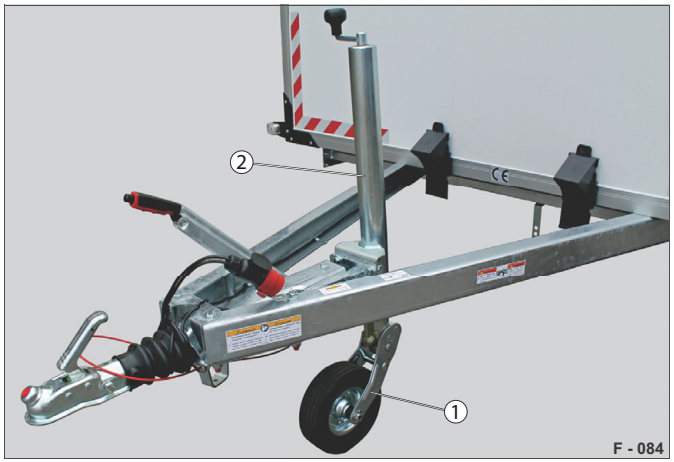

Abb. 1 Automatické podpěrné kolo (pevně namontované)
– Automaticky zasouvatelné a vysunovatelné kolo (Abb. 1/1).
– Zvedání a spouštění válce (Abb. 1/2) není zapotřebí.